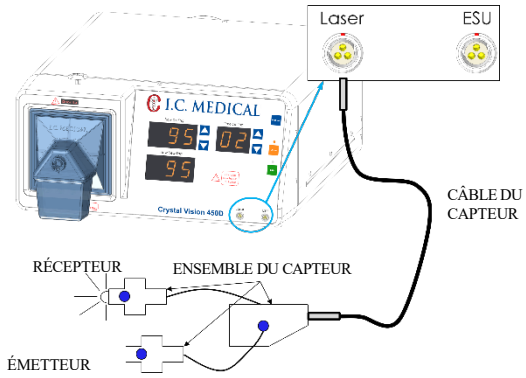

Figure 6 : Installation du capteur laser
1. Fixez le câble du capteur (Figure 6) au connecteur LASER de l'appareil CRYSTAL VISION® et au boîtier de connexion du capteur.